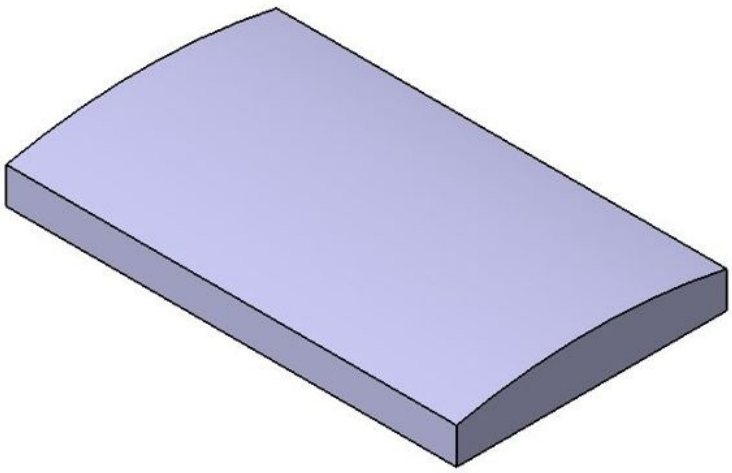

Figure 6-97 *The model after creating the base feature*
4. Select the **Mirrored extent** check box and choose the **OK** button from the **Pad Definition** dialog box. The model after creating the base feature is shown in Figure 6-97.